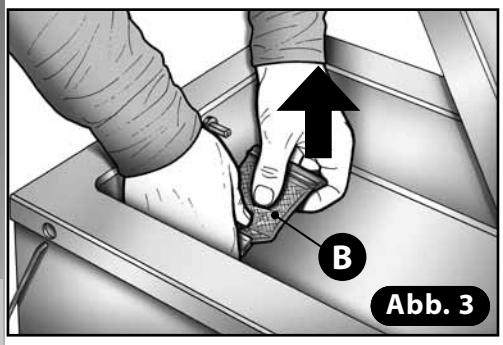

Abb. 3
4) Ziehen Sie den Schweißsack hoch **(B - Abb. 3)**.
3) Reinigen Sie die Schweißleiste mit Alkohol **(Abb. 3)**.